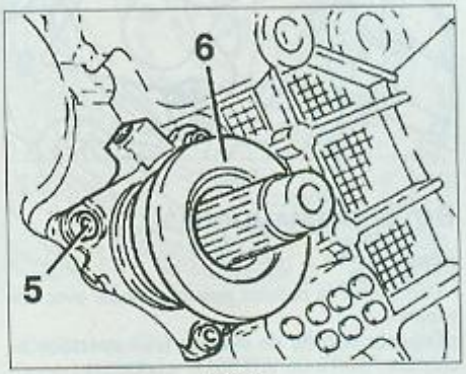

FIG. 9
• Retirer la canalisation hydraulique (3) en agissant sur les agrafes (4).
• Déposer les vis de fixation (5) de la butée hydraulique (Fig.9).